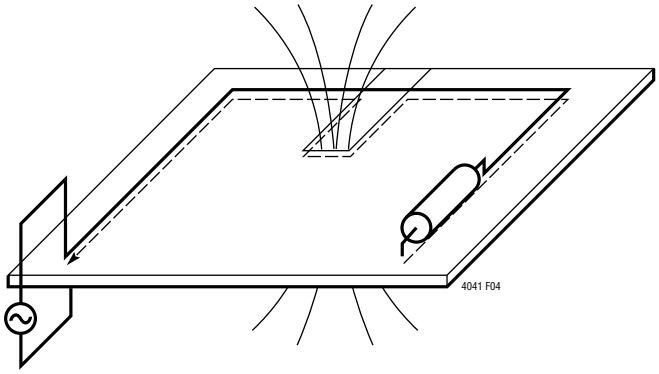

Figure 4. High Frequency Ground Currents Follow Their Incident Path. Slices in the Ground Plane Cause High Voltage and Increased EMI
2. To minimize parasitic inductance, the ground plane should be as close as possible to the top plane of the PC board (Layer 2). High frequency currents in the hot loop tend to flow along a mirror path on the ground plane which is directly beneath the incident path on the top plane of the board as illustrated in Figure 4. If there are slits or cuts or drill-holes in this mirror path on the ground plane due to other traces, the current will be forced to go around the slits. When high frequency currents are not allowed to flow back through their natural least-area path, excessive voltage will build up and radiated emissions will occur. So every effort should be made to keep the hot-loop current path as unbroken as possible.